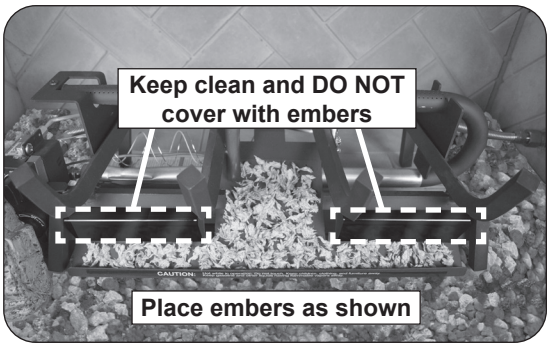

**Fig. 18-3** Place glowing embers
1. Place the glowing embers evenly over the entire surface of the ember burner as shown in Fig. 18-3. **Break up any clumps that may have developed during shipment. Store unused embers for later use/replacement.**
**Note:** Ensure the porcelainized panels are clean of all dust. Use a clean soft cloth if necessary. See Fig 18-3.